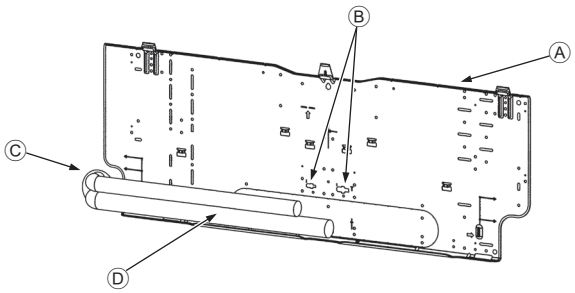

Fig. 3-5
3.3. Inserimento dei tubi nella parete (Fig. 3-5)